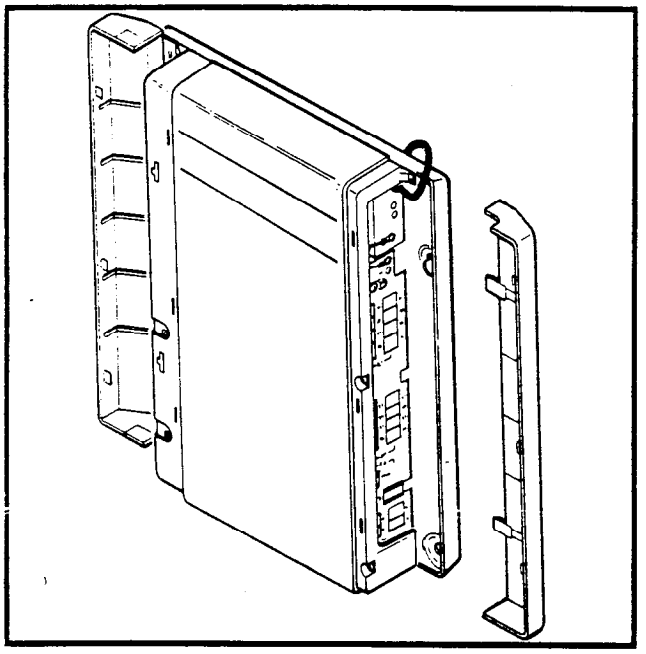

FIGURE 2—HKSU SIDE COVERS
1) Remove both side covers from the HKSU (Figure 2) by pressing in on the two small ribbed sections on each side cover to free the holders.